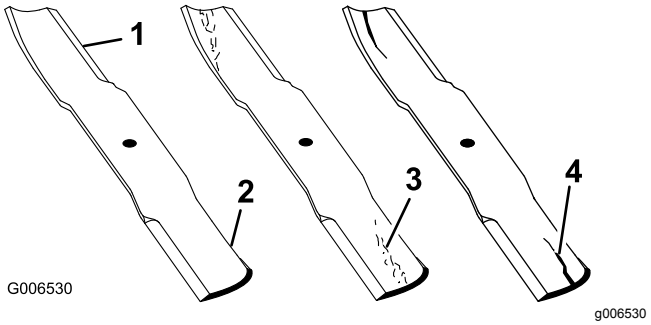

Figur 75
1. Kontrollera eggarna (Figur 75).
4. Montera omedelbart en ny kniv om du upptäcker sprickor, slitage eller spårbildning i detta område (Figur 75).